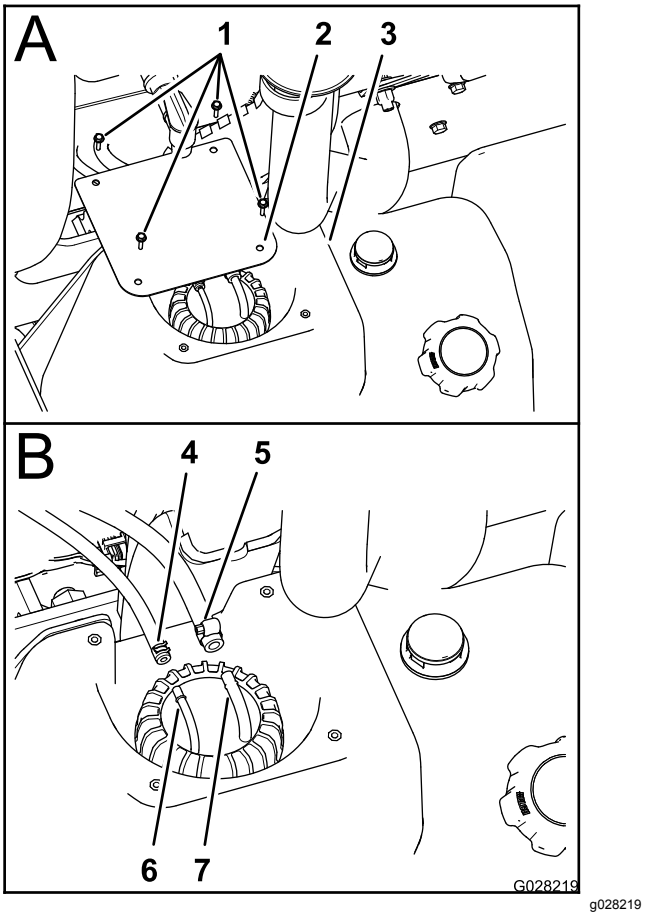

Figur 76
2. Ta bort de fyra skruvar (nr 10 x ¾ tum) som fäster kåpan ovanpå bränsletanken och ta bort kåpan (Figur 76).
3. Lossa de två klämmorna som säkrar de två bränsleslangarna till de två bränslenipplarna på stigrörsenhetens ovansida (Figur 76).
4. Koppla bort de två slangarna från slangnipplarna och låt eventuellt bränsle i slangarna rinna ned i en godkänd bränslebehållare (Figur 76)
4. Montera bränsleslangen på 6,4 mm på slangnippeln (6,4 mm) och fäst slangen på nippeln med slangklämman (Figur 76).
5. Montera bränsleslangen på 8 mm på slangnippeln (8 mm) och fäst slangen på nippeln med slangklämman (Figur 76).